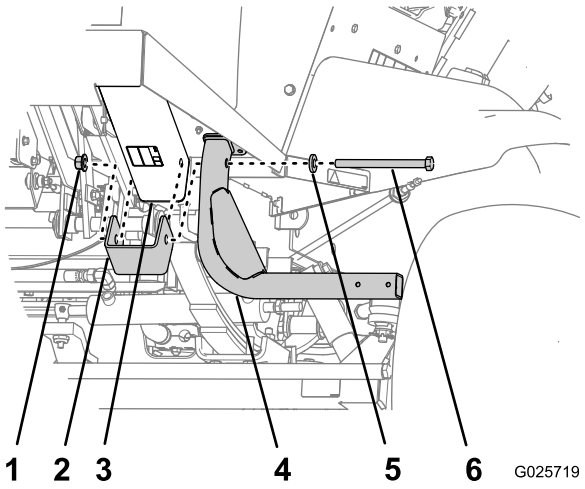

Figur 2
1. Ret hullerne i afstandsbøsningens beslag foran på maskinen ind efter hullerne i det forreste stelrør (Figur 2).
2. Ret hullerne i trinbeslaget ind efter hullerne i afstandsbøsningens beslag og stelrøret (Figur 2).
3. Fastgør trinbeslaget og afstandsbøsningens beslag til stelrøret ved hjælp af en sekskantbolt (1/2 x 6 tomme), låsemøtrik og spændeskive (Figur 2).